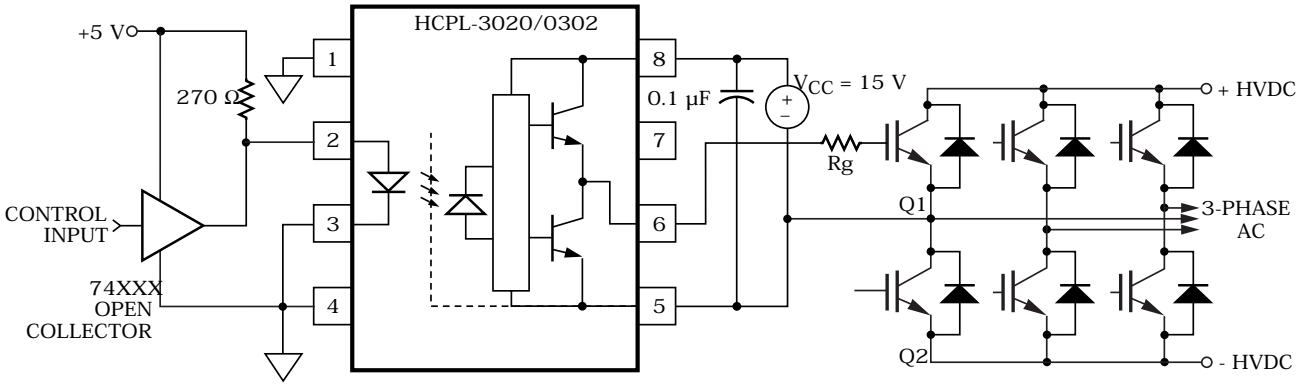
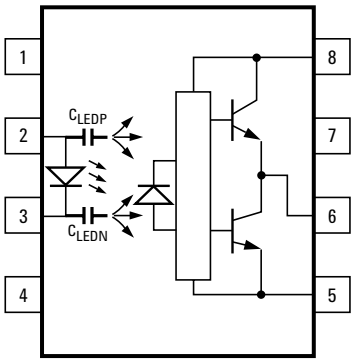
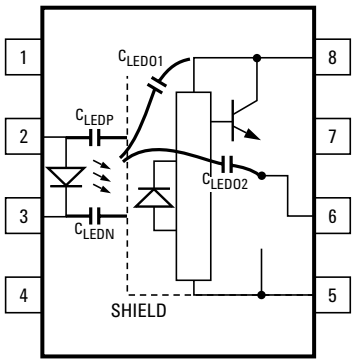
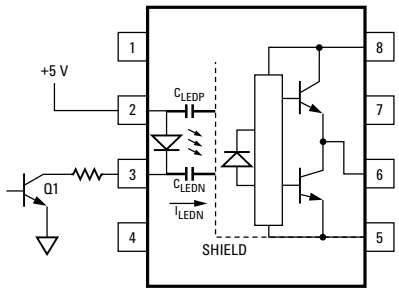

Figure 17. Recommended LED drive and application circuit for HCPL-3020 and HCPL-0302.
Figure 19. Optocoupler input to output capacitance model for unshielded optocouplers.
Figure 20. Optocoupler Input to output capacitance model for shielded optocouplers.
Figure 22. Not recommended open collector drive circuit.
To keep the IGBT firmly off, the HCPL-3020 and HCPL-0302 have a very low maximum V_{OL} specification of 1.0 V. Minimizing R_g and the lead inductance from the HCPL-3020 or HCPL-0302 to the IGBT gate and emitter (possibly by mounting the HCPL-3020 or HCPL-0302 on a small PC board directly above the IGBT) can eliminate the need for negative IGBT gate drive in many applications as shown in Figure 17. Care should be taken with such a PC board design to avoid routing the IGBT collector or emitter traces close to the HCPL-3020 or HCPL-0302 input as this can result in unwanted coupling of transient signals into the input of HCPL-3020 or HCPL-0302 and degrade performance. (If the IGBT drain must be routed near the HCPL-3020 or HCPL-0302 input, then the LED should be reverse biased when in the off state, to prevent the transient signals coupled from the IGBT drain from turning on the HCPL-3020 or HCPL-0302.
Step 1: Calculate R_g minimum from the I_{OL} peak specification. The IGBT and R_g in Figure 17 can be analyzed as a simple RC circuit with a voltage supplied by the HCPL-3020.
where $K_{ICC} \cdot Q_g \cdot f$ is the increase in I_{CC} due to switching and K_{ICC} is a constant of 0.001 mA/(nC*kHz). For the circuit in Figure 17 with I_F (worst case) = 10 mA, R_g = 57.5 Ω, Max Duty Cycle = 80%, Q_g = 100 nC, f = 20 kHz and T_{AMAX} = 85°C:
Without a detector shield, the dominant cause of optocoupler CMR failure is capacitive coupling from the input side of the optocoupler, through the package, to the detector IC as shown in Figure 19. The HCPL-3020 and HCPL-0302 improve CMR performance by using a detector IC with an optically transparent Faraday shield, which diverts the capacitively coupled current away from the sensitive IC circuitry. However, this shield does not eliminate the capacitive coupling between the LED and optocoupler pins 5-8 as shown in Figure 20. This capacitive coupling causes perturbations in the LED current during common mode transients and becomes the major source of CMR failures for a shielded optocoupler. The main design objective of a high CMR LED drive circuit becomes keeping the LED in the proper state (on or off) during common mode transients. For example, the recommended application circuit (Figure 17), can achieve 10 kV/µs CMR while minimizing component complexity.
The open collector drive circuit, shown in Figure 22, cannot keep the LED off during a +dV_{CM}/dt transient, since all the current flowing through C_{LEDN} must be supplied by the LED, and it is not recommended for applications requiring ultra high CMR_1 performance. The alternative drive circuit, which likes the recommended application circuit (Figure 17), does achieve ultra high CMR performance by shunting the LED in the off state.